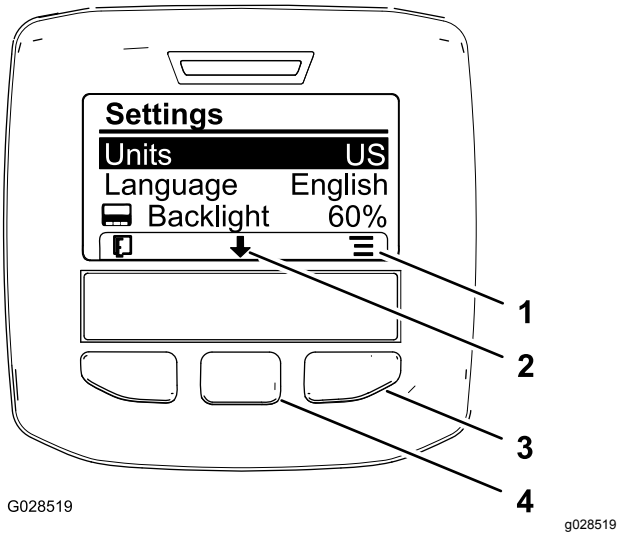

Figur 53
2. Tryck på höger valknapp för att ändra angiven mätenhet (Figur 53).
3. Ändra skärmspråket genom att trycka på den mittersta valknappen (knappen under den nedåtgående pilikonen på skärmen) för att markera språkalternativet (Figur 53).
4. Tryck på höger valknapp (knappen under listikonen på skärmen) för att markera det språk som används på skärmen (Figur 53).
6. Tryck på vänster valknapp för att återvända till startskärmbilden (Figur 53).